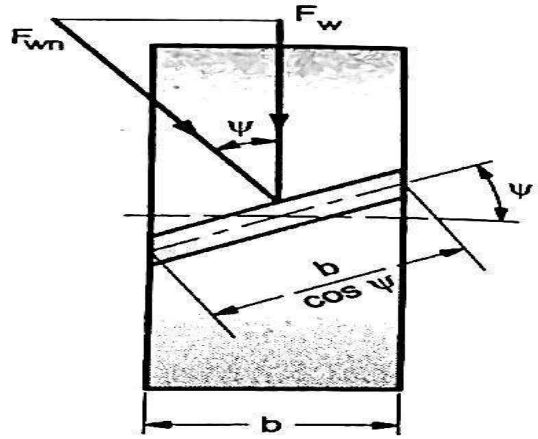

Fig. 2.9 : Wear Strength of Helical Gear Tooth
- From Buckingham's equation for wear strength [Equation (1.27), (Chapter 1)], referring Fig. 2.9, the wear strength of the virtual spur gear in the plane perpendicular to the tooth element (i.e. normal plane) is given by,